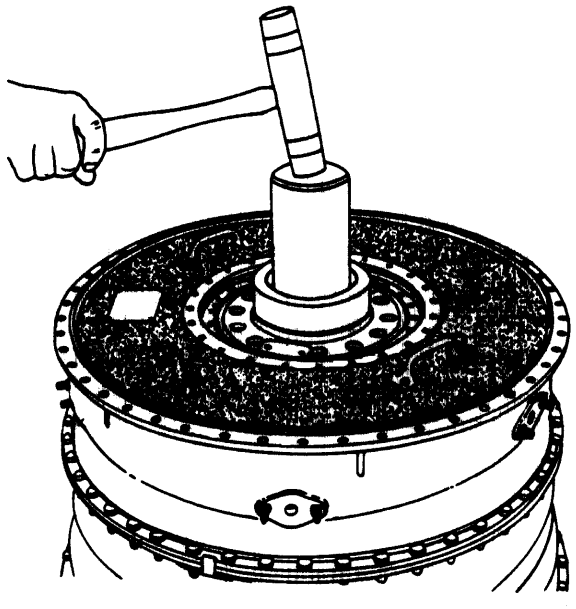

Figure 13. Seating Turbine Front Bearing Inner Ring with 6799634 Ring Guide and 6799641 Front Bearing Inner Ring Pusher and Labyrinth Seal
u. Apply NS165 Never Seez to remaining bolts (3). Install remaining splitline bolts (3) and nuts (2).
v. Torque to 74–89 lb in. (QA)
w. Install 6799717 turbine inlet case cover. (See figure 13.)
b. Install 6799634 turbine front bearing inner ring and roller guide on bearing support. (See figure 13.)
d. Install 6799641 front bearing inner ring pusher and front bearing front labyrinth seal (9) and 6799634 inner ring guide. (See figure 13.)